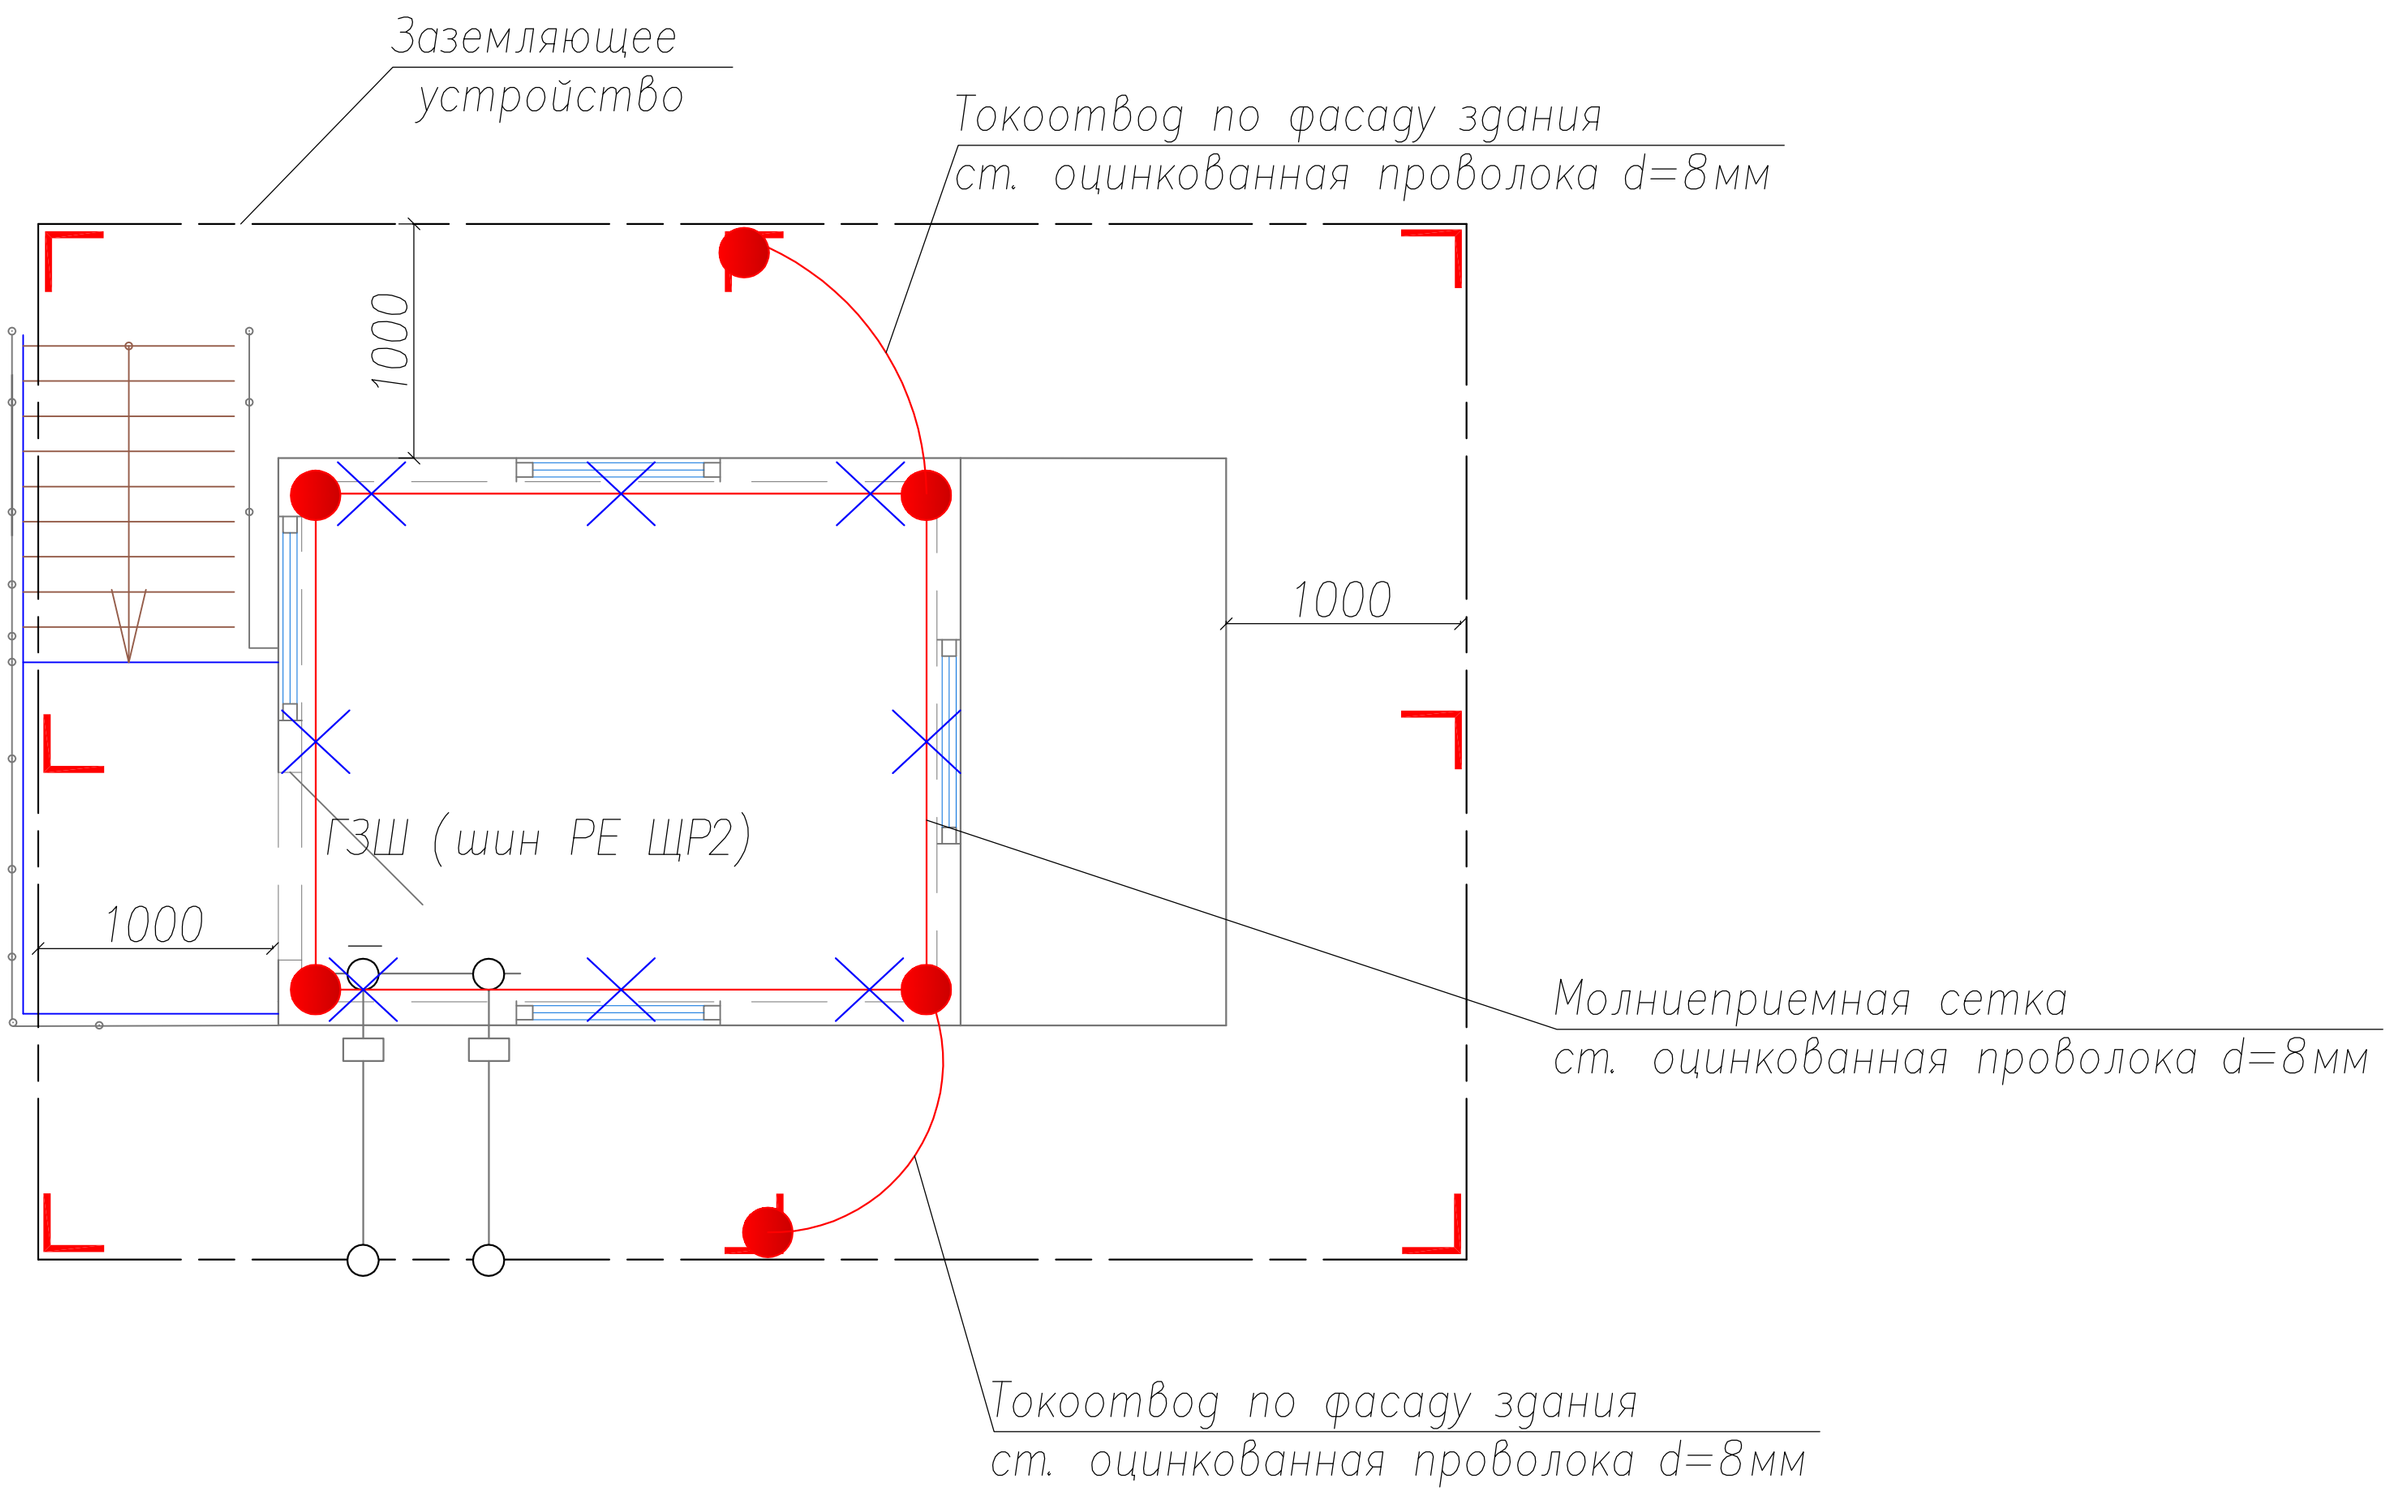

Рис. 1 Соединение токоотвода молниезащиты с заземляющим контуром
4. Токоотводы по фасаду здания вести на держателях плпсмассовых 35 мм. (Листы 19.4, 19.5). Токоотводы соединить с заземляющим устройством согласно Рис. 1.